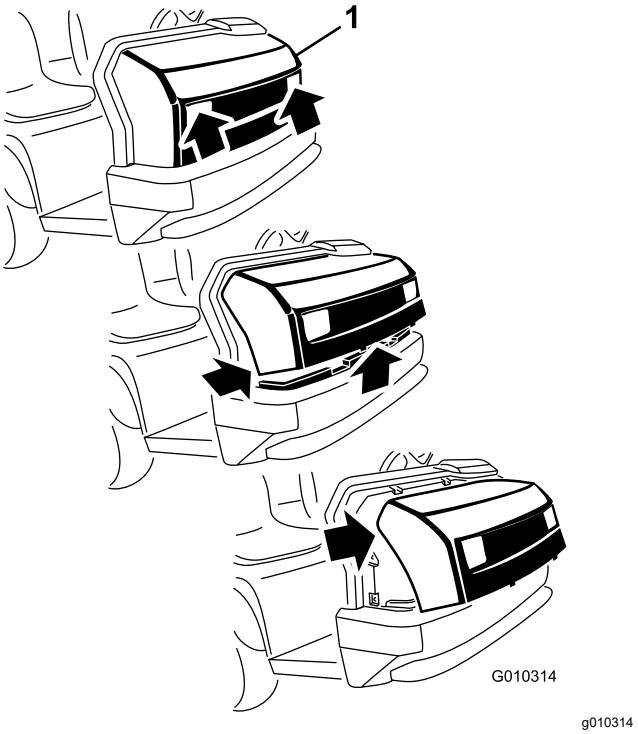

**図 28**
1. ヘッドライトの開口部でフードをつかみ、フードを持ち上げて、下側の取り付けタブをフレームの穴から外す図 28。
2. フードの下側を手前に持ち上げて、上部の取り付けタブをフレームのスロットから引き抜けるようにする図 28。
3. フードの上側を前に倒し、ヘッドライトからワイヤコネクタを抜く図 28。
2. 上側の取り付けタブをフレームの穴に差し込む図 28。
3. 下側の取り付けタブをフレームの穴に差し込む図 28。